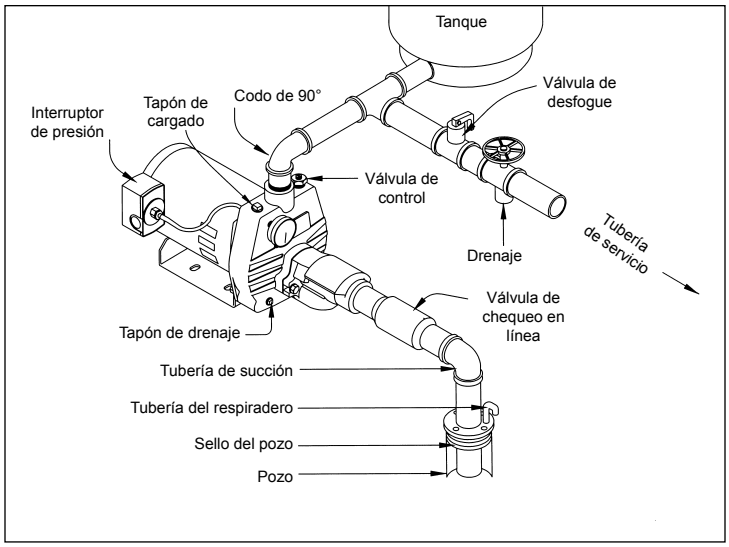

FIG. 3B - POZO POCO PROFUNDO (CON VÁLVULA DE CHEQUEO EN LÍNEA)
b) **Tuberías de Presión y Succión:** Se recomienda usar únicamente tuberías nuevas y limpias de 1-1/4". Si la bomba se instala a una distancia apreciable del suministro de agua, el tamaño de la tubería de succión debe incrementarse a 1-1/2". Los tramos horizontales de la tubería deben tener una pendiente gradual de la fuente de agua a la bomba para evitar burbujas de aire en la línea. Se debe usar compuestos para roscas en todas las uniones de la tubería, y las conexiones deben estar bien ajustadas. **Se debe instalar una válvula de pie** y su operación debe inspeccionarse debido a que las fugas evitan la operación apropiada del sistema. Asegúrese de ubicar la válvula de pie de tal manera que siempre esté sumergida. Si el pozo no puede proveer la misma cantidad de agua que la bomba succiona, instale una tubería de escape hasta 30 pies de largo entre el inyector y la válvula de pie. Al vaciarse el pozo debido a la fuerte demanda, la capacidad de la bomba disminuirá y el nivel del agua no caerá por debajo de la válvula de pie haciendo perder la carga de la bomba. Si se usa una base al fondo del pozo, o un pozo guiado, instale una válvula de chequeo junto a la aspiración de la bomba en lugar de la válvula de pie. (Fig. 3b). **Todas las instalaciones deben tener una válvula de pie o de chequeo en la tubería de succión.**